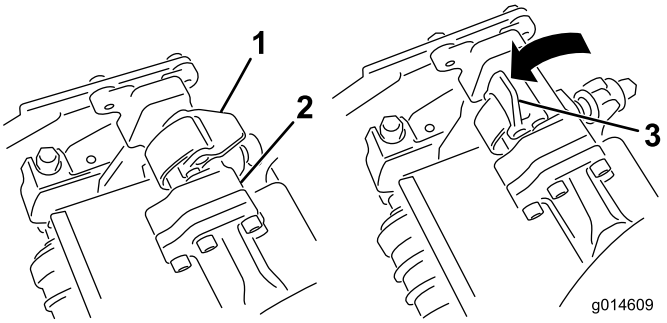
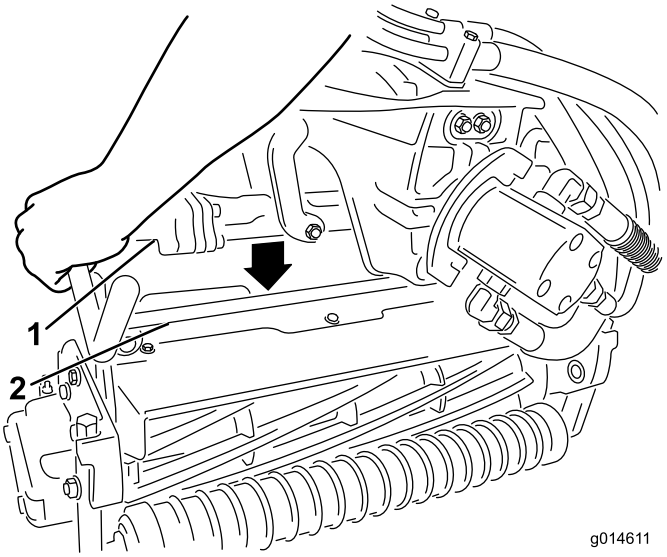

Figur 33
Figur 34
4. Låt spärrarna på upphängningsarmstången peka uppåt (dvs. de ska vara öppna) (Figur 33) och tryck upphängningsarmen nedåt så att stången passar över stången över ovansidan av klippenheten (Figur 34).
5. Fäll spärrarna nedåt och runt klippenhetsstången och lås dem på plats (Figur 33).
5. Öppna spärrarna på upphängningsarmstången på den klippenhet som du tar bort (Figur 33).